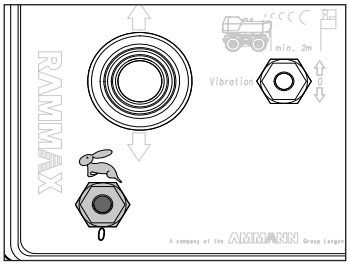

Fig. SE23 Fast traverse switched off
- Fast traverse switched off *(Fig. SE23)*